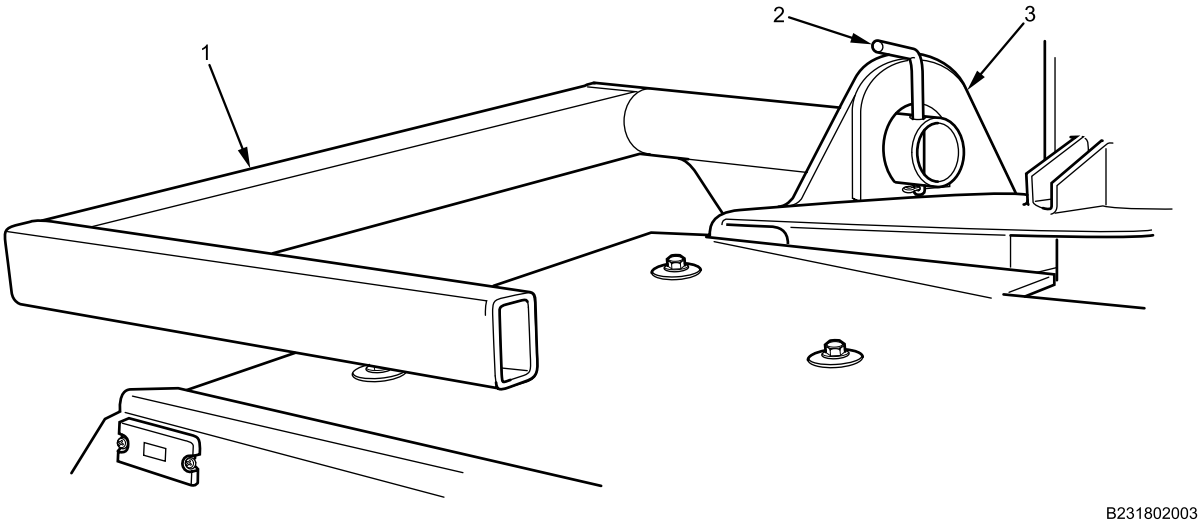

Figure 5. Belly Armor Kit Support. Right side shown; left side similar.
7. Install right side belly armor kit support (Figure 5, Item 1) through lifting eye bracket (Figure 5, Item 3) and install retaining pin (Figure 5, Item 2).